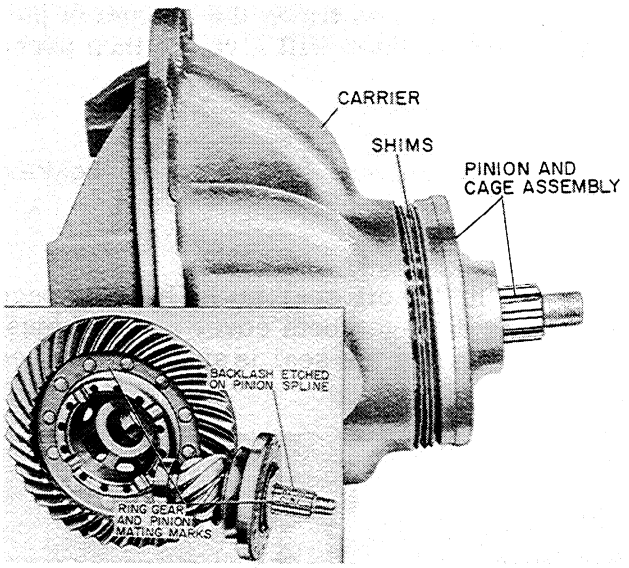

Figure T-57
10. Install the pinion and cage assembly into the carrier housing using the same shims that were removed during disassembly, Figure T-57.
NOTE: The differential pinion and differential ring gear are a matched set and are provided for repairs as such. One cannot be installed without the other. The mating numbers are etched on the spline of the pinion gear and the hub of the ring gear, Figure T-57.